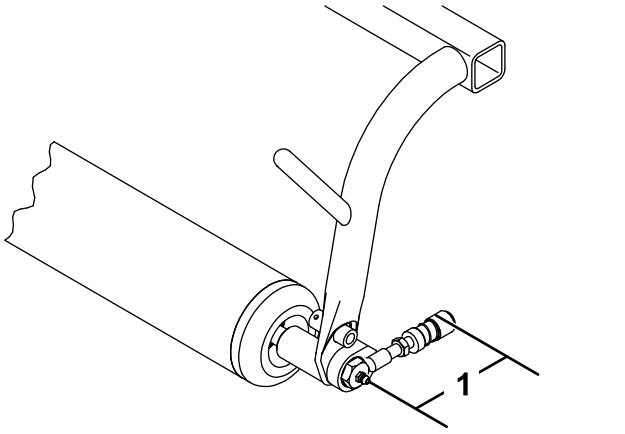

Figure 5
9. Ajustez la position de la douille de rotule de sorte à obtenir un écart de 9,1 cm entre la vis de graissage et la douille de rotule, puis serrez l'écrou de blocage pour fixer la douille en place (Figure 5).